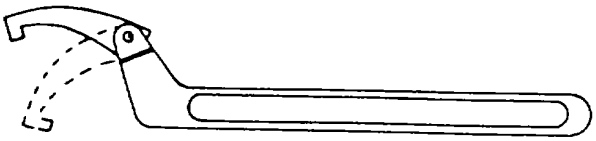

Figure 4-39. Adjustable Hook Spannner Wrench
(2) *Adjustable spanner wrench*. Solid spanner wrenches are sized for specific sizes of nuts. The adjustable spanner wrench, shown in figure 4-39, has a pivoting end which allows the wrench to fit several nut sizes. The type of wrench shown is a hook spanner, and is used the same way as the solid hook spanner.